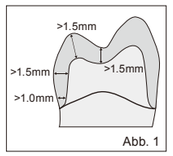

Abb. 1
- Mindestwandstärke 1,5 mm;1,0 mm an Kanten. Präparieren Sie Kanten mit großen Abschrägungen oder gerundeter Schulter. (Abbildung 1)